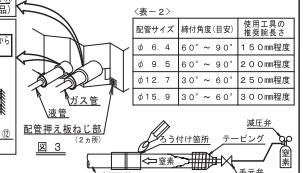

図3　図4
- ●液管・ガス管とも、継手用断熱材 ⑧ ⑨（フレアナット部）の上からシール材(中-1・2) ⑪ ⑫ をフレアナット接続部の上部に巻き付けてください。（図3参照）